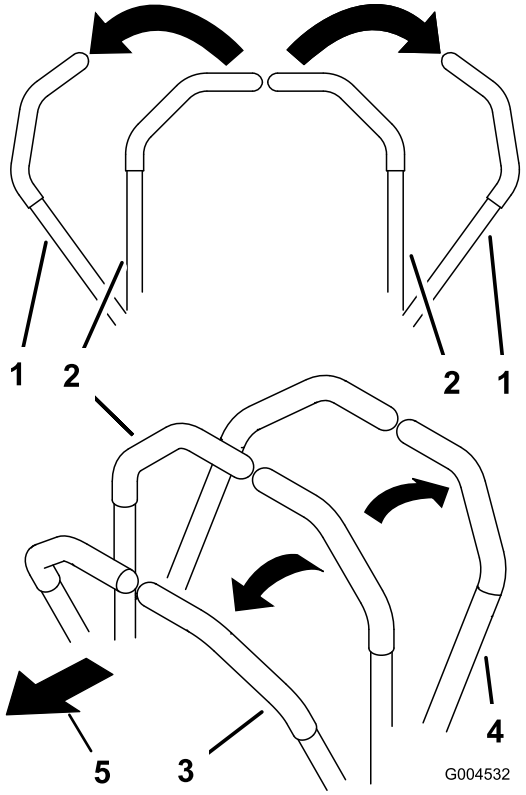

Rysunek 17
1. Ustaw dźwignie kierowania (Rysunek 17) w zablokowanym położeniu neutralnym.
- Aby jechać prosto do przodu, powoli przesuń do przodu dźwignie kierowania (Rysunek 17).
- Aby jechać prosto do tyłu, powoli pociągnij dźwignie kierowania do tyłu (Rysunek 17).
dźwignię po stronie, w którą ma zostać wykonany skręt, do przodu (Rysunek 17).